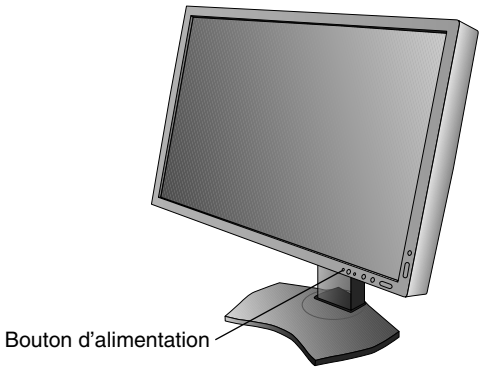

Figure E.1
9. Allumez le moniteur avec le bouton d'alimentation situé à l'avant (**Figure E.1**) ainsi que l'ordinateur.